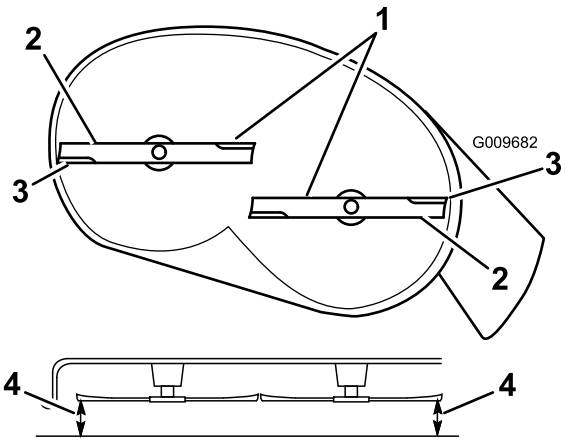

Figur 52
4. Roter knivene forsiktig så alle er på tvers (Figur 52.
5. Mål avstanden mellom de ytterste knivkantene og den flate overflaten (Figur 52). Hvis begge målene ikke er innenfor 5 mm, er det nødvendig med justering. Fortsett med denne prosedyren.